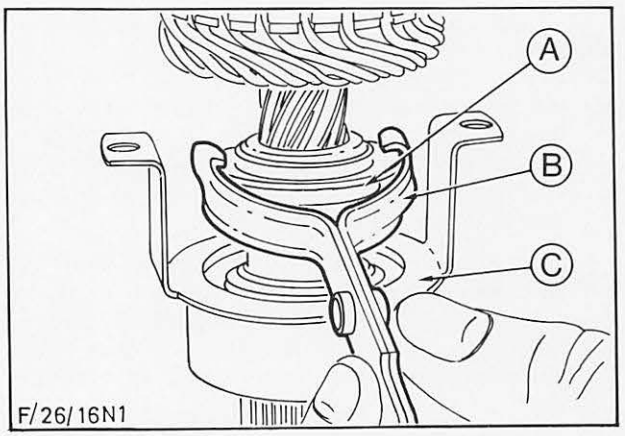

Abb. 62 A = Führungsring – Einrückgabel
10. Anker komplett mit Einrückgabel aus dem Antriebslagerschild ziehen und Einrückgabel vom Führungsring des Ritzelantriebs aushängen, Abb. 62.